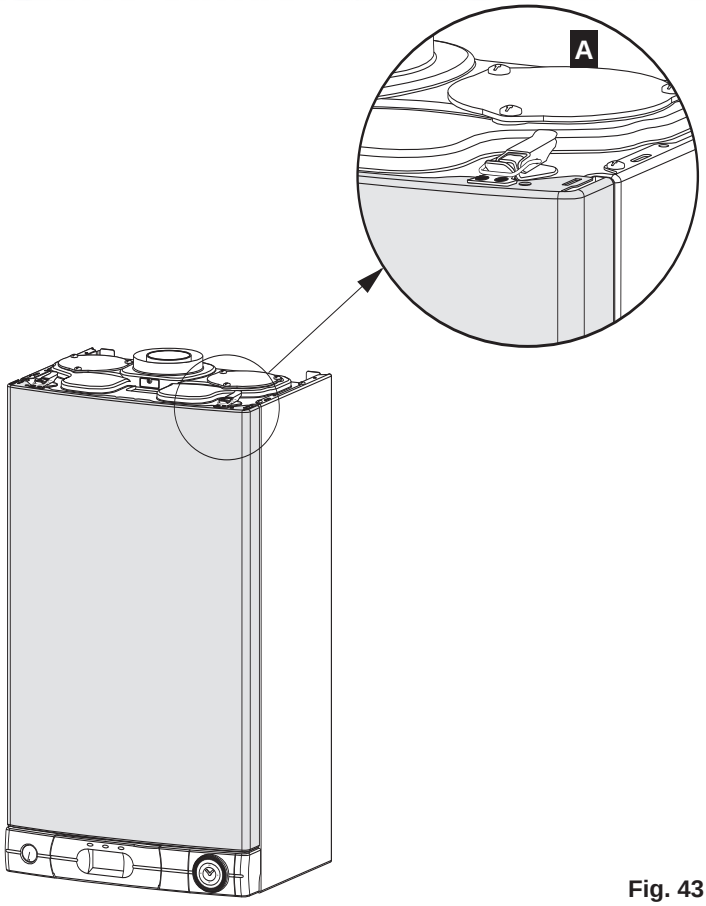

Fig. 43
- Close the panel mounting clamps (Fig. 43)